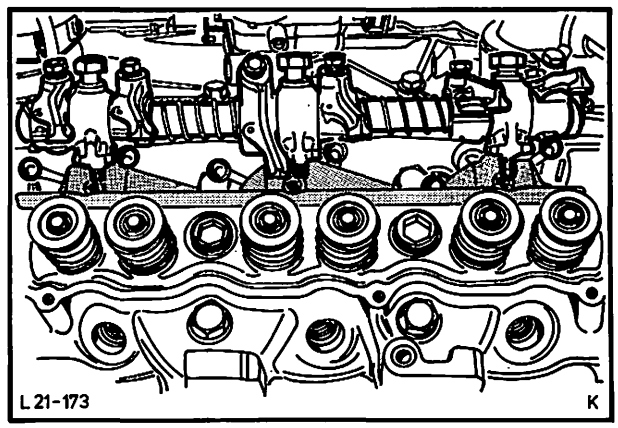

Abb. 251 Kipphebelachse mit Ölfangblech abbauen, „C"-Motor
3. Zündkerzen herausschrauben, Kipphebelachsen (4 bzw. 6 Schrauben) mit Ölfangblechen abbauen, Abb. 251, und Stößelstangen entfernen.